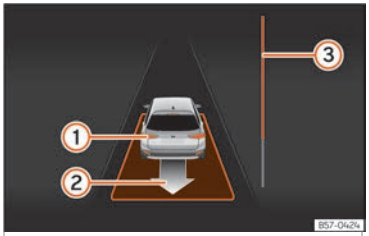

Fig. 200 On the instrument panel display: exit a parallel parking space.
The progress bar ››› Fig. 200 ③ indicates the distance to cover ››› page 278.